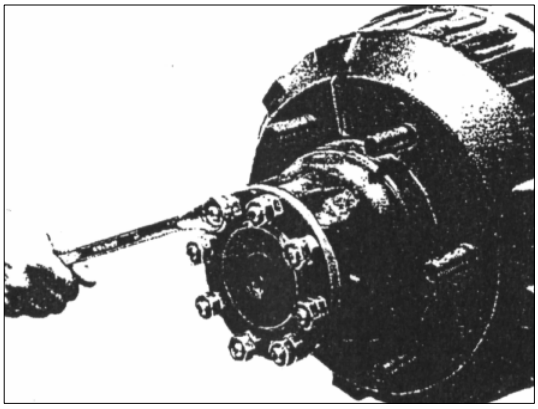

РИС. 309
1) Открутите контргайки и гайки крепления полуоси (см. рис. 309).